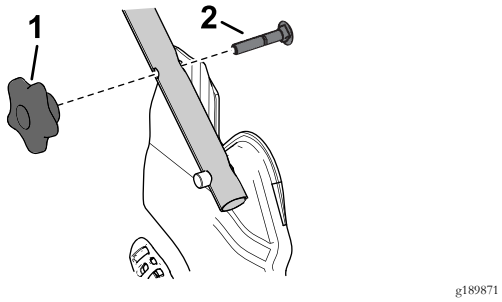

Figur 23
1. Fjern og gem de 2 håndtagsgreb og 2 bræddebolte fra håndtagsbeslagene (Figur 23).